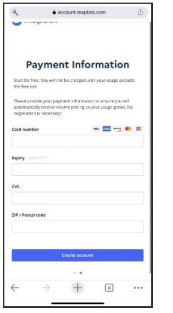

Figure 2
2.3 Enter payment information.(See Figure 2)